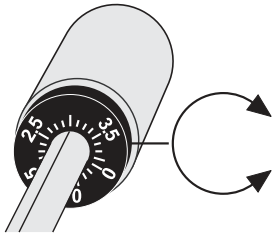

Abb. 5: Skalenring
7. Am Gegengewicht befindet sich ein drehbarer, schwarzer Ring mit einer Skala. Die Markierungslinie auf dem Tonarm zeigt auf irgendeinen Wert der Skala. Drehen Sie den Ring auf Position „0“ ohne dabei das Gegengewicht zu verdrehen (Abb. 5).